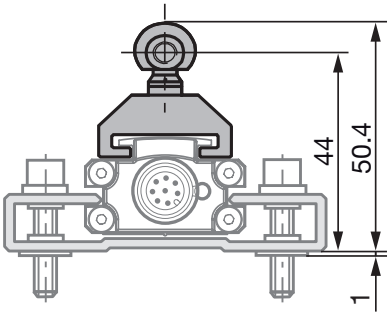
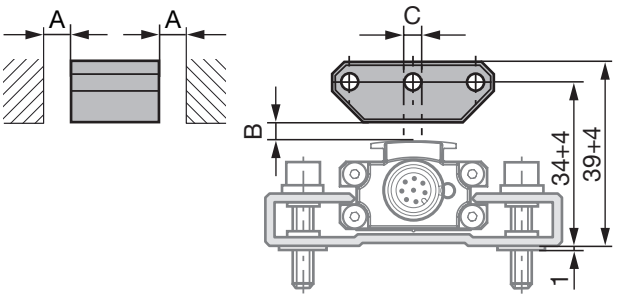

Fig. 4-1: Dimensions et distances pour le capteur de position BTL5-F-2814-1S
Fig. 4-3: Dimensions et distances pour le capteur de position BTL5-P-3800-2
i Le capteur de déplacement Micropulse à construction profilée convient aussi bien aux capteurs de position libres, c'est-à-dire fonctionnant sans contact (voir figures 4-3 à 4-7) qu'aux capteurs de position guidés (voir figures 4-1 et 4-2).
- La distance A entre le capteur de position et les éléments en matériau magnétisable doit être au minimum de 10 mm (voir figures 4-3 à 4-7).
- Pour la distance B entre les capteurs de position et de déplacement et pour le déport de l'axe C (voir figures 4-3 à 4-7), les valeurs suivantes doivent être respectées :
Tab. 4-1: Distance et déport pour capteur de position (voir figures 4-3 à 4-7)